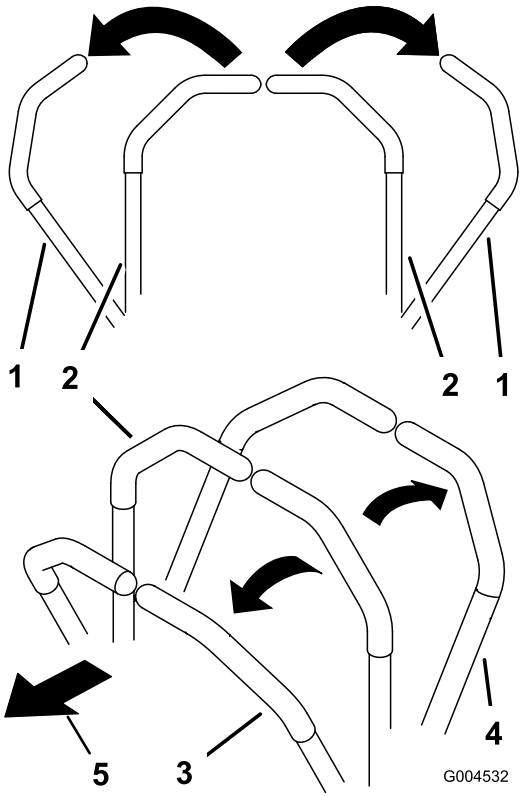

Figuur 22
1. Zet de bedieningshendels in de vergrendelde neutraalstand (Figuur 22).